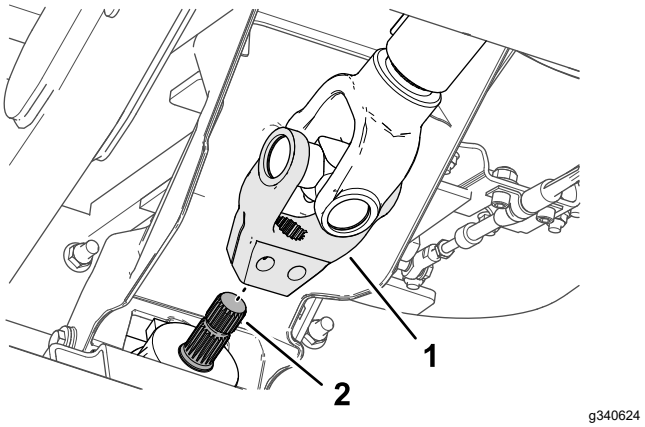

Figura 16
5. Allineate le scanalature nella forcella dell'albero di trasmissione sulle scanalature dell'albero di ingresso dell'attrezzo (Figura 16), e fate scorrere la forcella sopra l'albero.